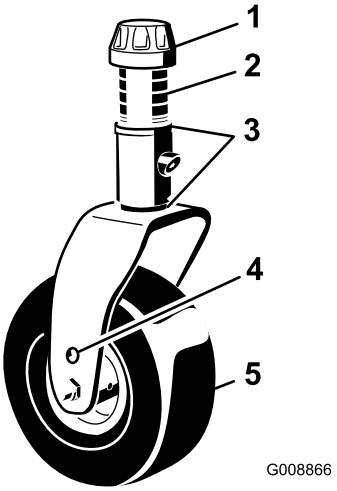

Figuur 24
1. Plaats de assen van de zwenkwielen in dezelfde openingen in alle zwenkwielvorken (Figuur 24 en Figuur 26).
2. Verwijder het klemkapje van de spilas en schuif de as uit de zwenkwielarm (Figuur 24).